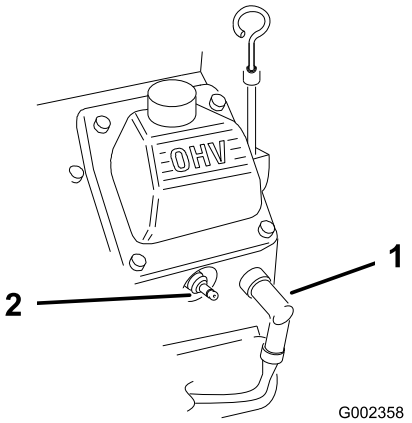

Figur 24
2. Kobl tændrørskablerne fra tændrørene (Figur 24).